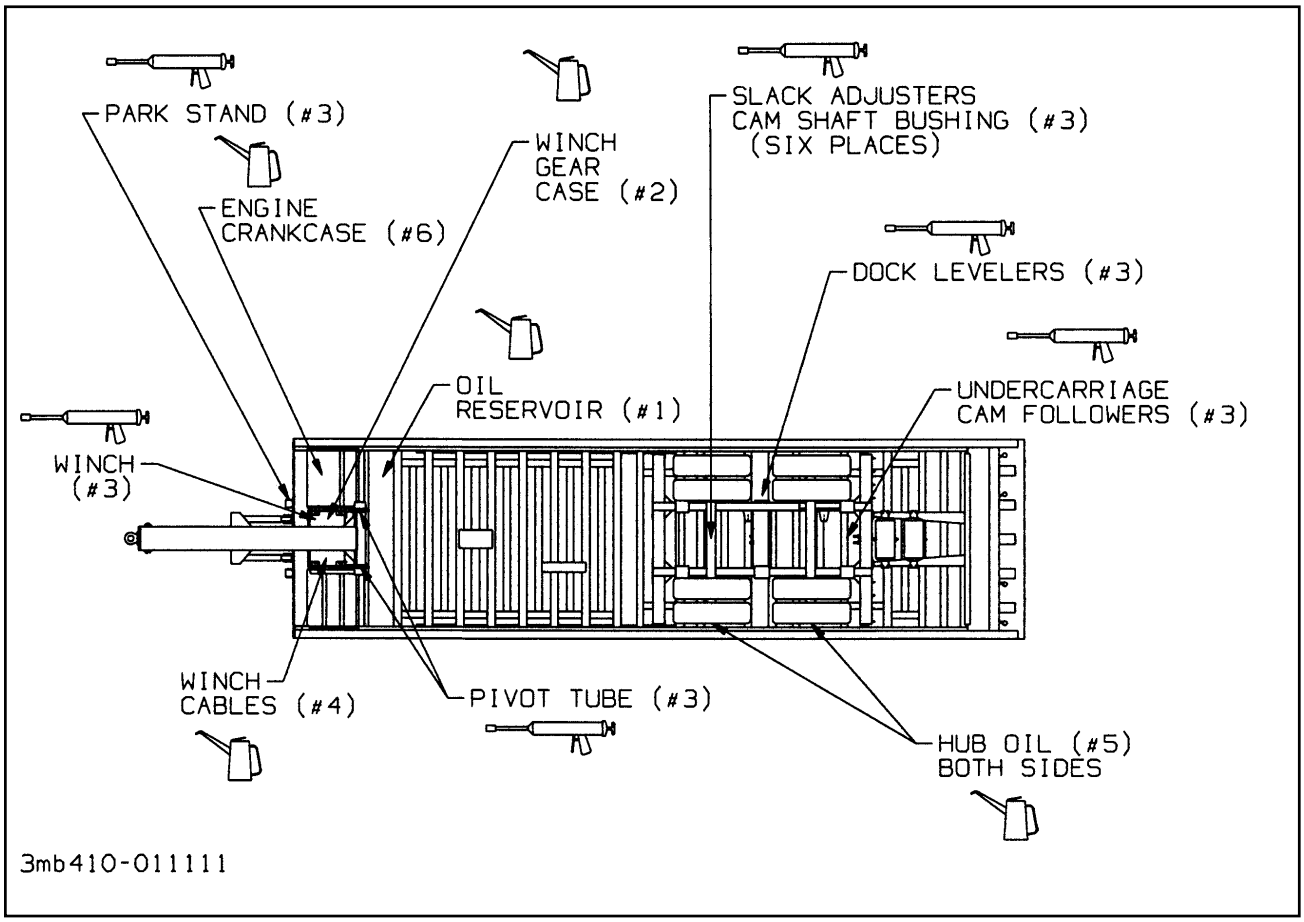

**Figure 4-1 Lubrication Points**
**Figure 4-1 and Table 4-1** details lubrication points and intervals, method of application, and lubricant required, and illustrates the location of each part to be lubricated. During inspections of the trailer, if lubricants are found to be fouled with dirt or sand, those parts should be cleaned with paint thinner, dried, and relubricated immediately. Dirt in a lubricant forms an abrasive compound that will wear parts rapidly.